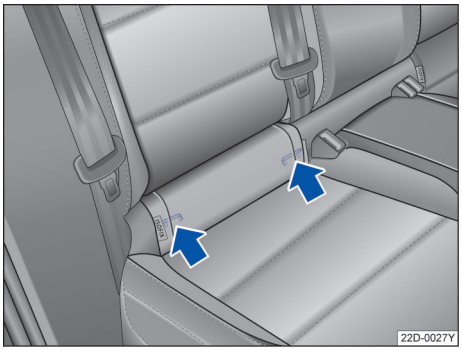

图 37 汽车座椅上的儿童座椅下部固定点标记
ISOFIX 固定点的安装位置用符号做了标记→ 图 37。 ▶
– 沿箭头方向将儿童座椅的固定臂推到 ISOFIX 固定点上→图 37。必须能听到儿童座椅牢固卡止的声音。
后排外侧座椅配有两个 ISOFIX 固定环，与车身相连→图 37。